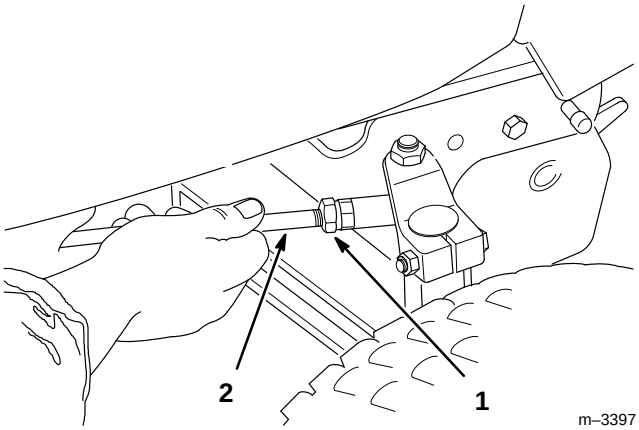

Figure 46
1. Desserrer les contre-écrous aux extrémités des biellettes de direction (Fig. 46).